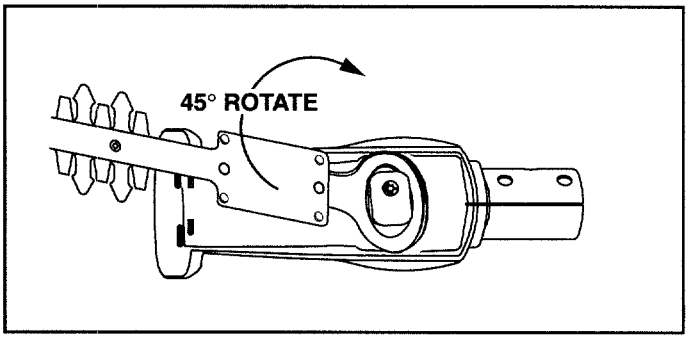

Fig. 11
6. Remove the blade by lifting and rotating it so that the blade yokes clears the lower cam first (Fig. 11).
4. Rotate the blade so that it drops past the lower cam (see Fig. 11).
5. Install the four (4) blade screws. Torque screws to **10-15 in•lbs.**